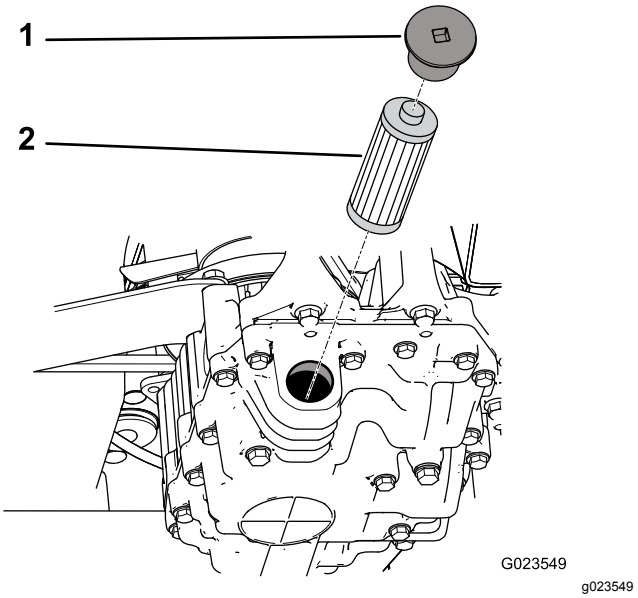

Figur 70
4. Fjern filterlokket og dra filteret ut av drivverket (Figur 70).